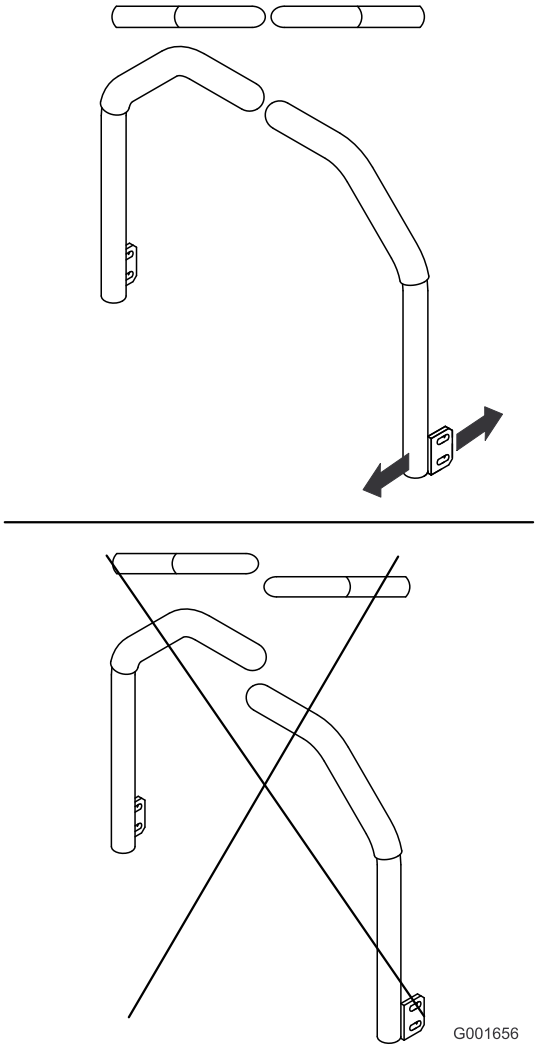

Figur 62
5. Juster håndtagene, så de står parallelt (Figur 62), og spænd boltene, der fastgør håndtagene til stolperne.